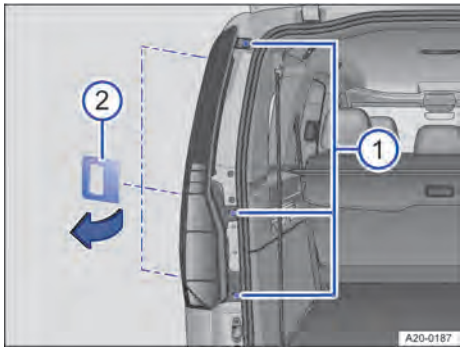

**Fig. 160** Lateral trasero izquierdo del vehículo: retirar el cuerpo de la lámpara.
4. Suelte los tres tornillos con un destornillador → fig. 160 ①. Dado el caso, utilice la punta intercambiable adecuada.
5. Desprenda del soporte el cuerpo de la lámpara de arriba abajo con la herramienta → fig. 160 ②.
5. Coloque el grupo óptico en el hueco de la carrocería y encájelo con cuidado en el soporte → fig. 160.
6. Apriete los tornillos de fijación → fig. 160 ①.